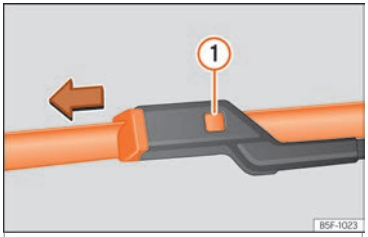

Abb. 43 Scheibenwischerblätter vorne auswechseln.
- Entriegelungstaste ››› Abb. 43 (1) gedrückt halten und gleichzeitig das Scheibenwischerblatt in Pfeilrichtung abziehen.